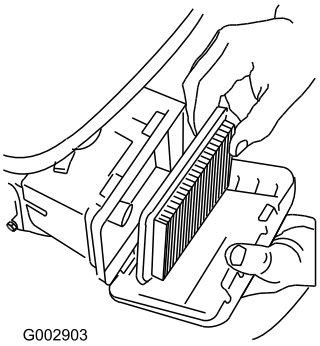

Figur 37
3. Ta bort luftfiltret (Figur 37).